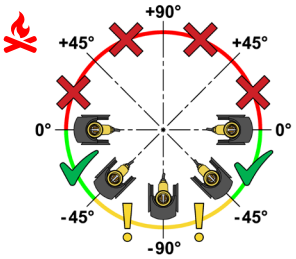

Fig.6
- **Modèles avec débit nominal jusqu'à 2,5 m³/h:** le débitmètre peut être orienté avec des inclinaisons comprises entre 0° et -90°. En particulier, une orientation avec un angle compris entre -45° et -90° est autorisée s'il n'y a pas d'impuretés et de saletés à l'intérieur du fluide caloporteur (***Fig.6***);